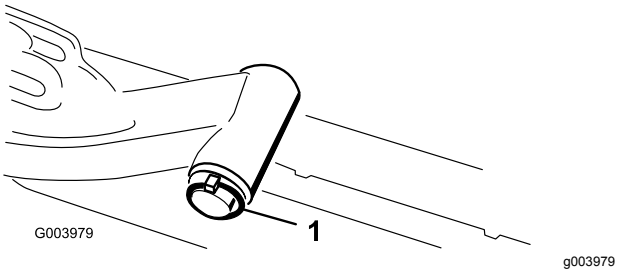

Figur 9
A. Fjern den ringstift og spændeskive, der fastgør løftearmens drejeaksel til løftearmen, og skub løftearmens drejegaffel ud af løftearmen (Figur 9).
C. Sæt løftearmens aksel ind i løftearmen, og fastgør den med spændeskiven og ringstiften (Figur 9).